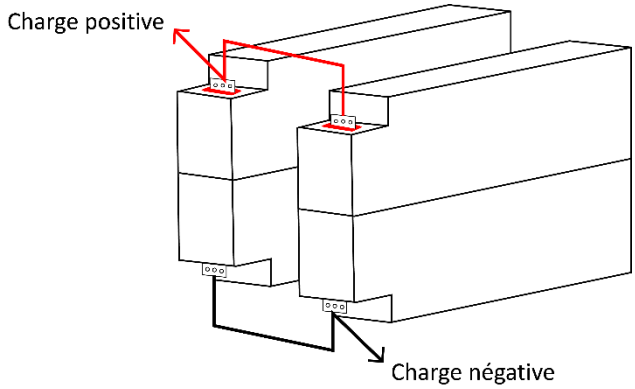

Figure 3.1 : *Deux batteries GC3 connectées en dérivation pour créer un banc de batteries 12V 540Ah*
7. Répétez les étapes 3 à 6 pour les batteries supplémentaires du système. Vous trouverez ci-dessous un exemple de connexion terminée dans les Fig. 3.1 et Fig. 3. 2.